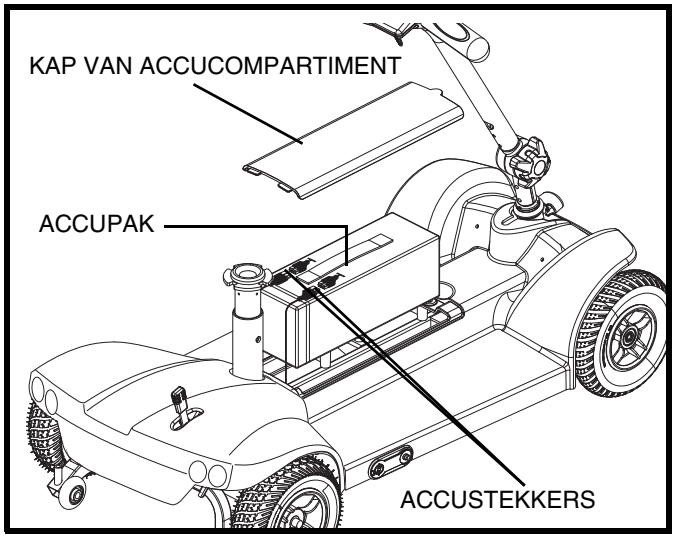

Figuur 13. Accupak Verwijderen
3. Verwijder de kap van het accucompartiment. Zie figuur 13.
4. Plaats de accu's in het accupak, waarbij u ervoor zorgt dat de accukabels door de opening naar buiten steken. Zie figuur 13.